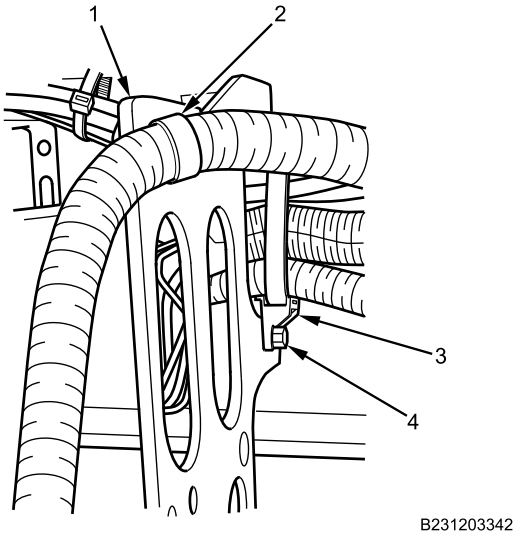

Figure 2. Air Dryer Bracket Harness Retainers.
2. Remove cable lock strap (Figure 2, Item 2) from air dryer bracket (Figure 2, Item 1). Discard cable lock strap.
3. Remove harness bundle tie retainer bolt (Figure 2, Item 4), nut, and harness bundle tie retainer (Figure 2, Item 3) from air dryer bracket (Figure 2, Item 1).